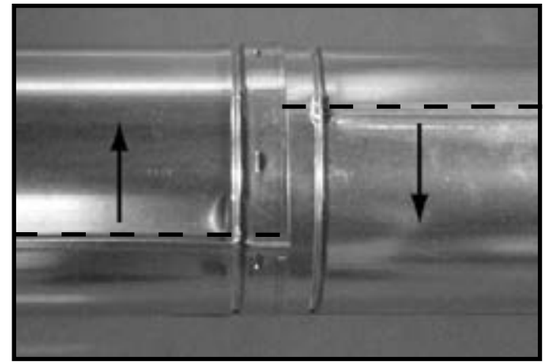
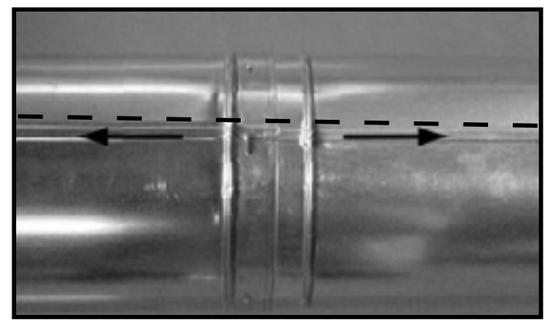

Figure 7.7 Faire pivoter les joints d'assemblage pour démonter
Figure 7.8 Aligner et démonter les sections de conduit
- Pivotez l'une des sections (figure 7.7) de façon à ce que les joints des deux sections des conduits soient alignés, comme indiqué sur la figure 7.8.